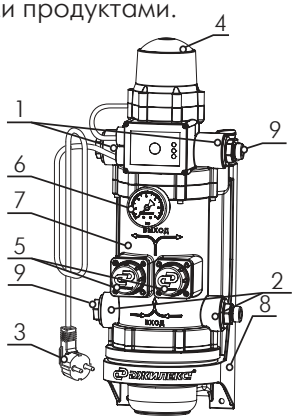

Рисунок 2
4.2. Основные составляющие насоса (рисунок 2)